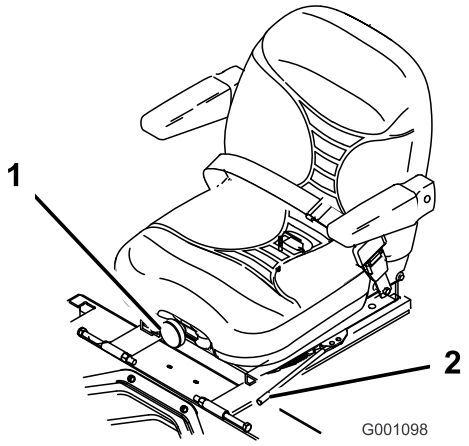

Figuur 21
1. Om de bestuurdersstoel in te stellen, moet u de instelhendel zijwaarts bewegen. Hiermee ontgrendelt u de stoel (Figuur 21).
Om de stoel te verstellen, draait u de knop in een van beide richtingen om de meest comfortabele positie te verkrijgen (Figuur 21).